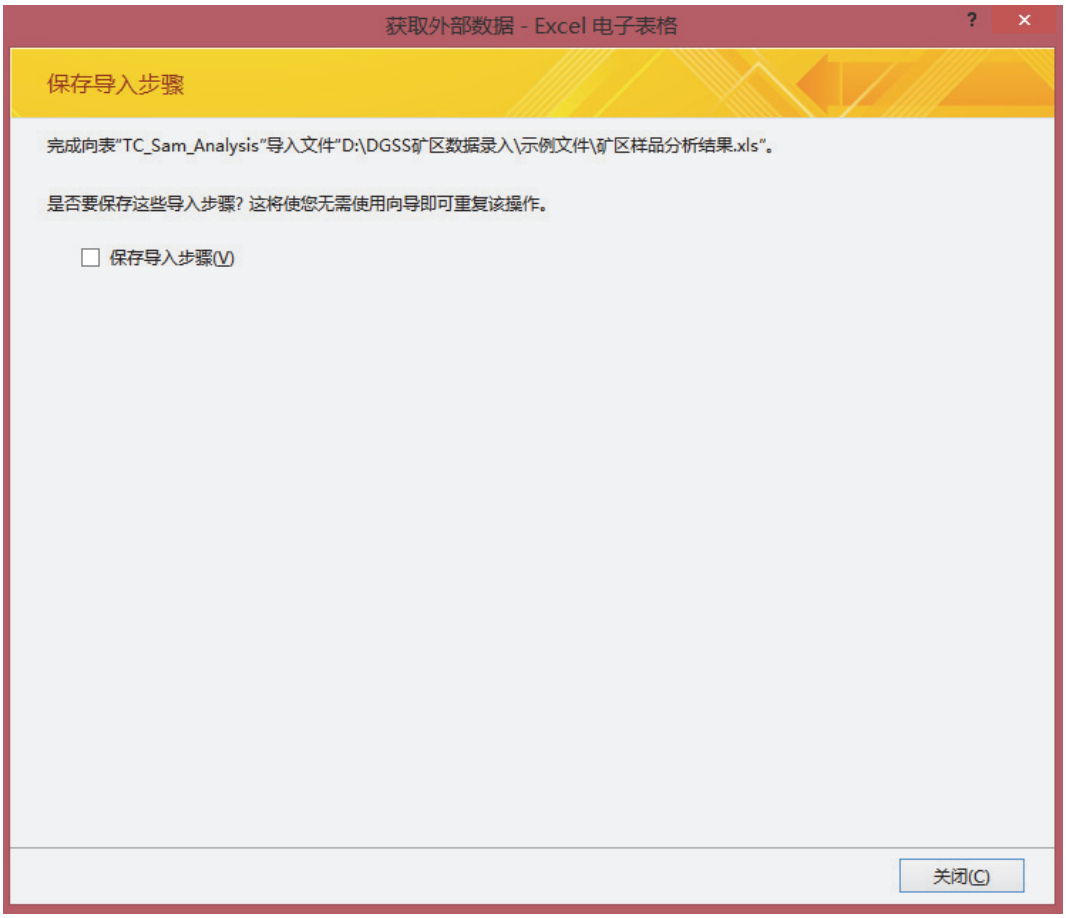

图 7-26
7. 点击“完成”，再点击“关闭”结束本次导入操作（见图 7-26）。